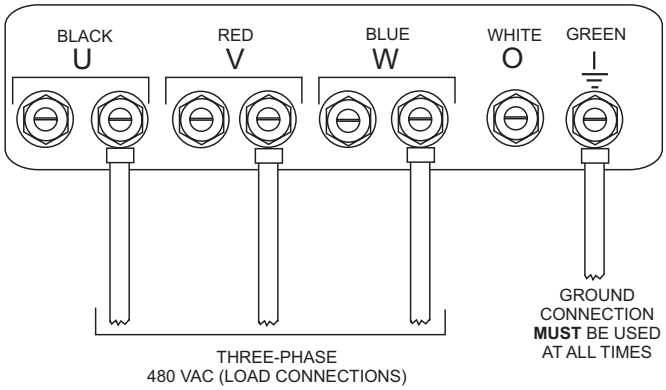

Figure 22. UVWO Terminal Lugs 3-Phase 480-Volt Connections
5. Connect the load wires to the UVWO terminals as shown in Figure 22.